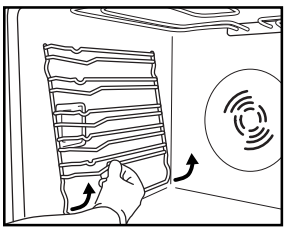

Рис. 3
1. Снимите боковые решетки, на которые устанавливаются принадлежности (Рис. 3).
2. Снимите боковые решетки, на которые устанавливаются принадлежности (Рис. 3) (если они предусмотрены).